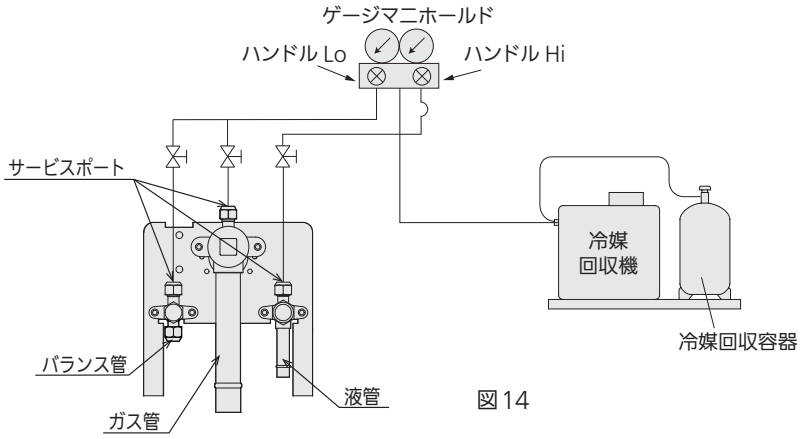

図14
3)室外ユニットのガス管、液管、バランス管の各サービスポートに冷媒回収機を接続します。(図14)